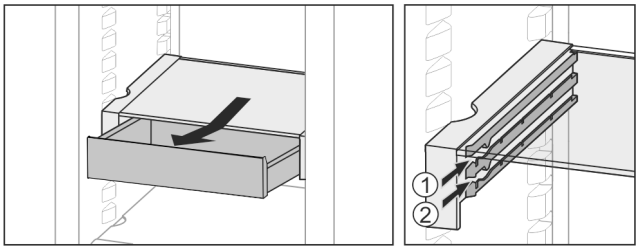

Fig. 31
▶ L'insérer à n'importe quelle hauteur *Fig. 31 (1)* ou *Fig. 31 (2)*.